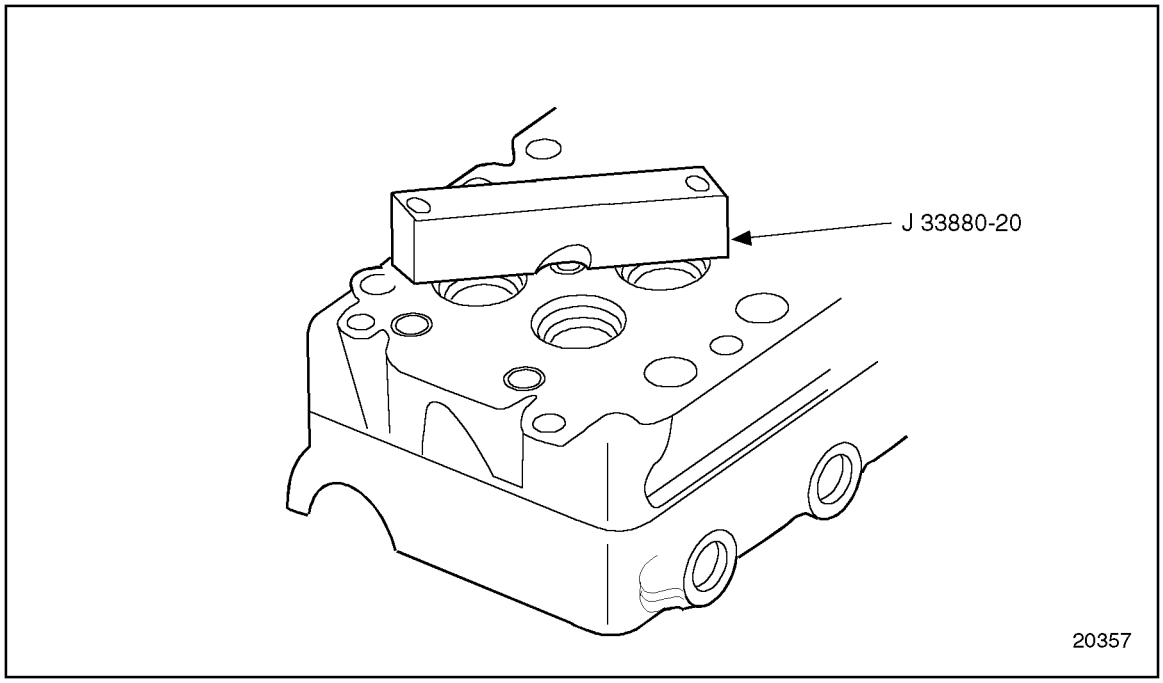

Figure 2-23 Stop Block Installation
15. Install J 33880-20, to the firedeck of the cylinder head using two existing head bolts. Tighten the head bolts, but do not torque. Position the cut out portion of the stop block beneath the injector tube. See Figure 2-23.